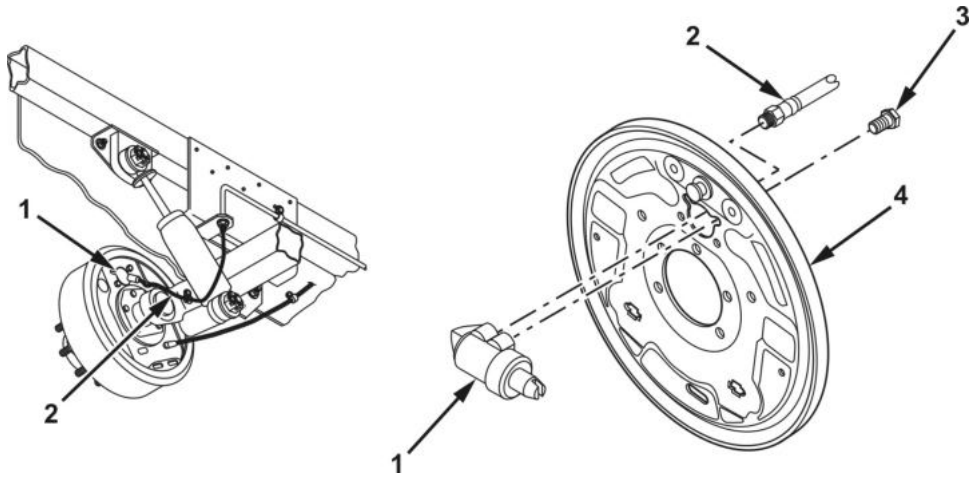

Figure 1. Wheel Cylinder Removal.
1. Disconnect flex brake line (Figure 1, Item 2) from wheel cylinder (Figure 1, Item 1).
2. Install temporary plug in flex brake line (Figure 1, Item 2).
3. Remove two capscrews (Figure 1, Item 3) with integral lockwashers securing wheel cylinder (Figure 1, Item 1) to backing plate (Figure 1, Item 4).
4. Pull wheel cylinder (Figure 1, Item 1) loose from backing plate (Figure 1, Item 4).